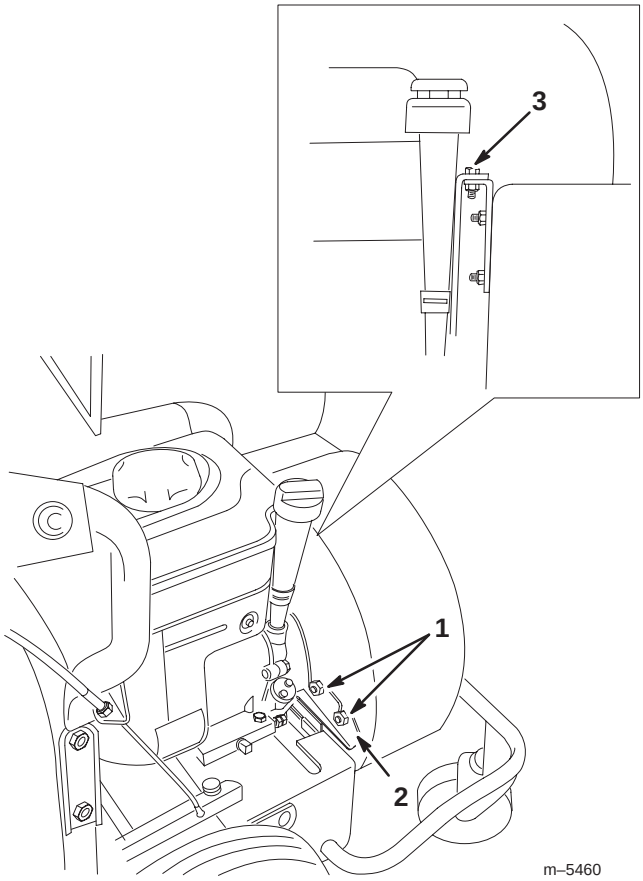

Bild 26
8. Lockern Sie die zwei Sicherungsmuttern, mit denen das Gebläsegehäuse am Stabilisatorbügel befestigt wird (Bild 26).
9. Entfernen Sie die Schraube, mit der das Gebläsegehäuse befestigt wird und heben das Gehäuse so hoch, wie es das Flügelrad zulässt (Bild 26).